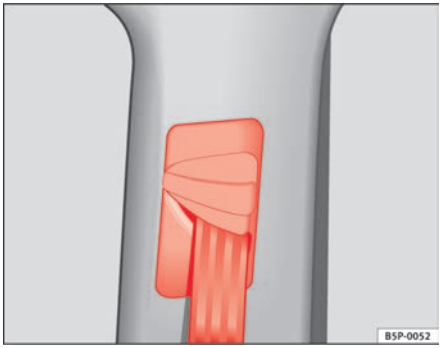

**Fig. 17 Location of the belt height adjuster**
– Press the upper part of the shoulder belt guide and hold it in this position ⇒ page 27, fig. 17.